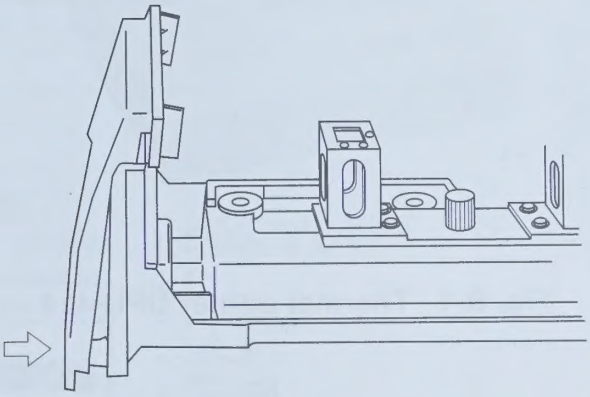

Fig. A-5.4 "Cover, Sample Compartment", mounting direction
(6) Press the "Cover, Sample Compartment" against the sample compartment unit, in the direction of the arrows in Fig. A-5.4, until it snaps into place.